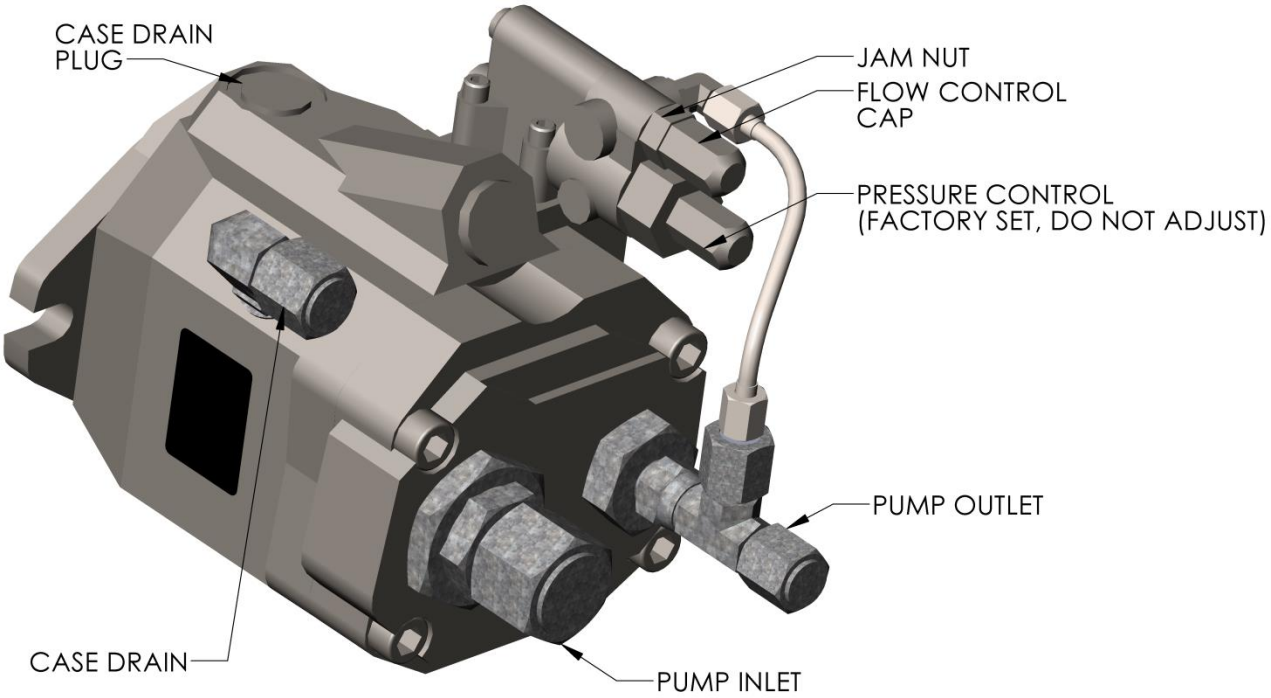

Figure 33 – Pump Assembly
a. Loosen and remove flow control cap. Reference Figure 33.